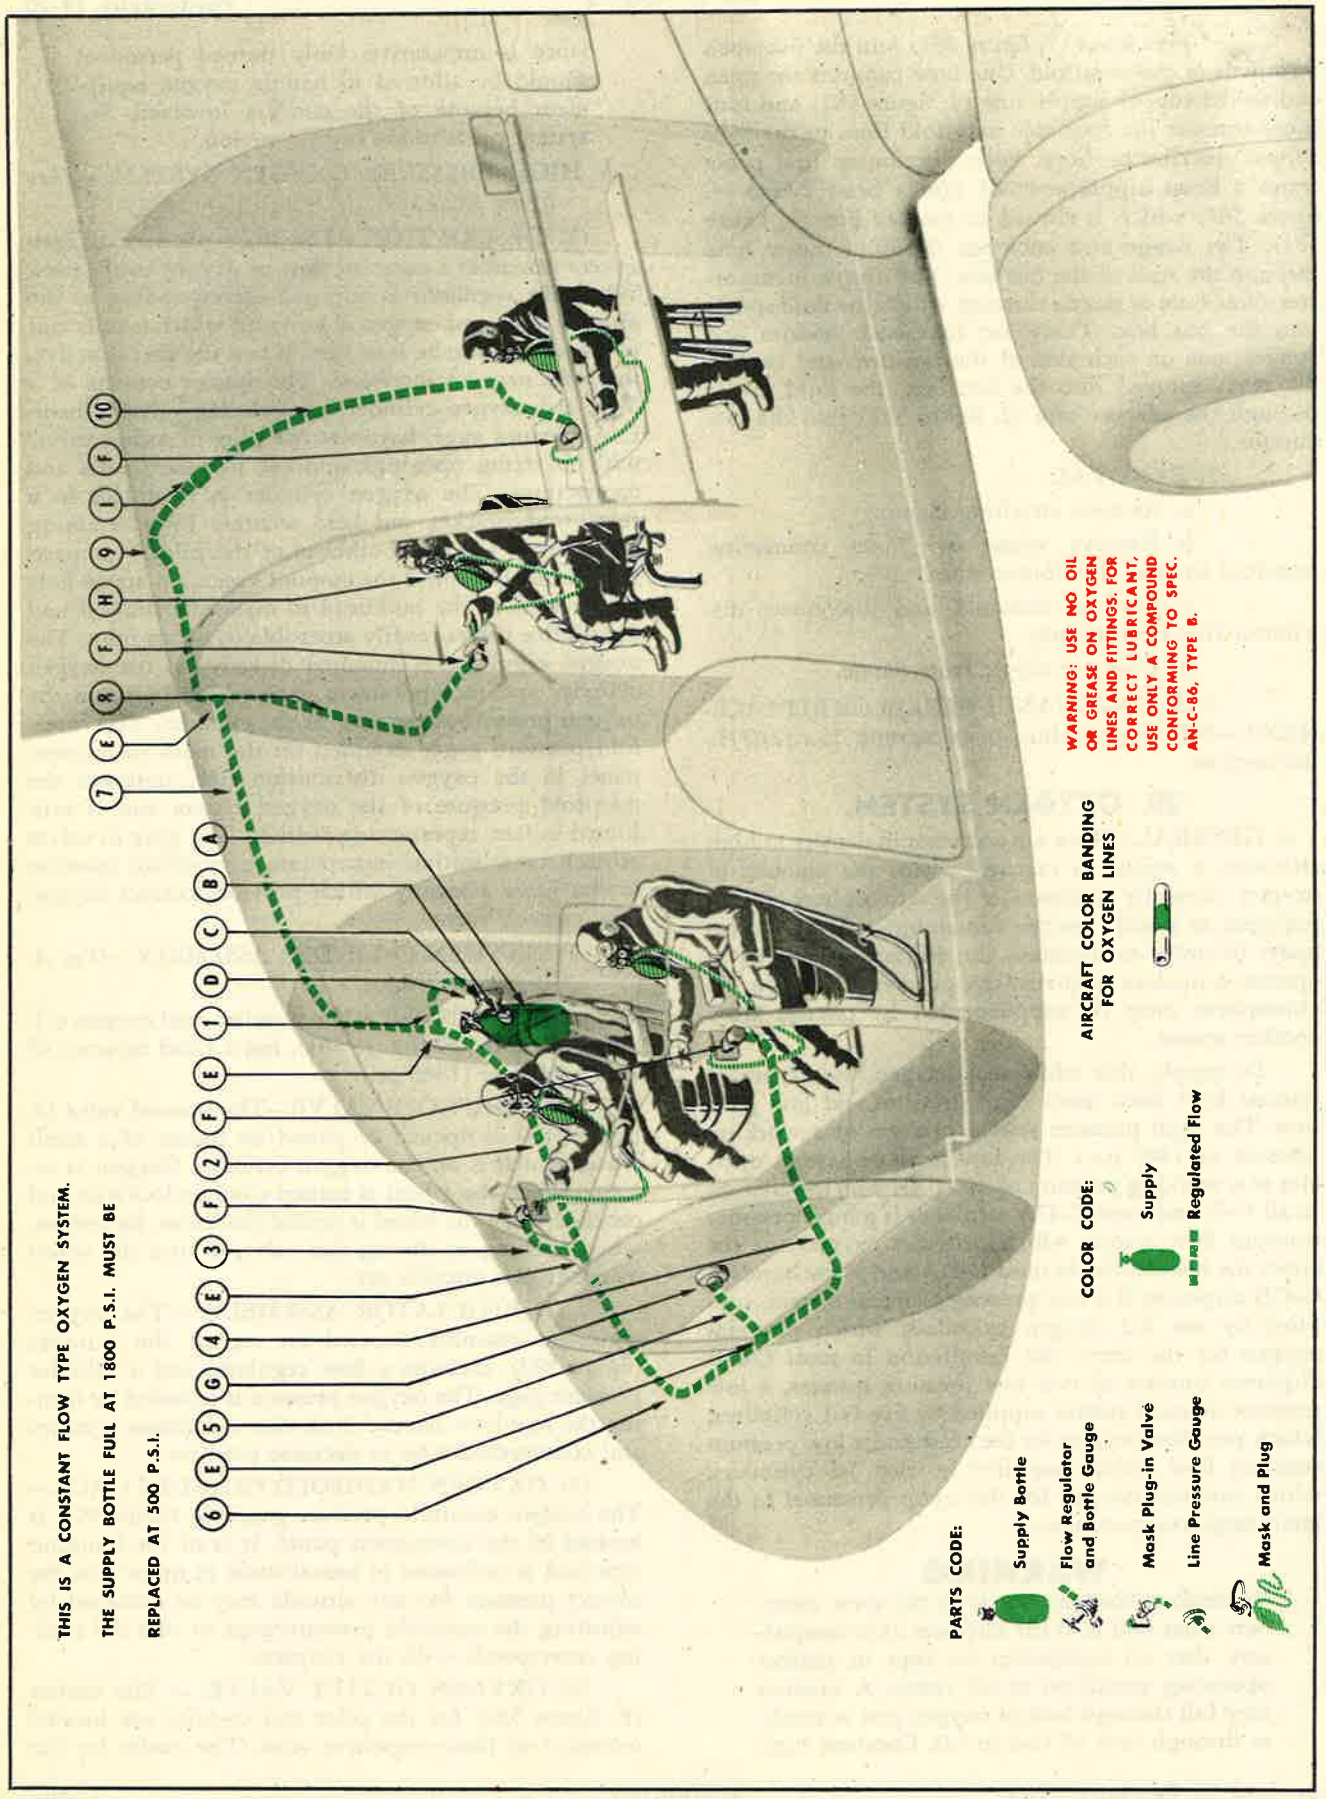

Figure 582—High-Pressure Oxygen System (Also See Figure 649)
b. HIGH PRESSURE OXYGEN SYSTEM. — *(See figure 582.)*
(1) DESCRIPTION.—The high pressure oxygen system furnishes a constant flow of oxygen to the user. When the regulator is adjusted corresponding to the altitude, a flow of oxygen is provided which is sufficient to the user while he is at rest. When the user is active, the flow may be increased. The system consists of a Type B-1 oxygen cylinder, a regulating valve, a manifold pressure gage, bayonet-type plug-in socket valves with metering openings, and the necessary lines and connections. The oxygen cylinder is mounted, in a reinforced bracket and held securely by a retaining strap, aft of the rear bulkhead of the pilots' compartment directly behind the co-pilot's seat. An access hole is provided in the bulkhead to make the shut-off and distributor valves readily accessible to the co-pilot. The oxygen regulator is mounted directly on the oxygen cylinder and incorporates a gage which indicates the oxygen pressure remaining in the cylinder. The manifold pressure gage, mounted on the main instrument panel in the oxygen distribution line, indicates the manifold pressure of the oxygen system and is calibrated in feet, representing altitude. The plug-in valves at each crew station incorporate a metering opening in the valve assembly which provides correct oxygen flow at each valve.
(2) OXYGEN CYLINDER ASSEMBLY.—*(See A, figure 582.)*
(c) REGULATOR ASSEMBLY. — The oxygen regulator assembly, located on top of the cylinder (figure 582), includes a flow regulator and a cylinder pressure gage. The oxygen pressure is adjusted by turning the regulator handle clockwise to increase pressure and counterclockwise to decrease pressure.
(3) OXYGEN MANIFOLD PRESSURE GAGE.—The oxygen manifold pressure gage (G, figure 582) is located in the instrument panel. It is of the bourdon type and is calibrated in feet-altitude in order that the correct pressure for any altitude may be obtained by adjusting the manifold pressure gage so that the reading corresponds with the altimeter.
(4) OXYGEN OUTLET VALVE. — The outlets (F, figure 582) for the pilot and co-pilot are located outboard of their respective seats. The outlet for the
(b) INSTALLATION.—Refer to figure 582 for guidance in installation of lines.